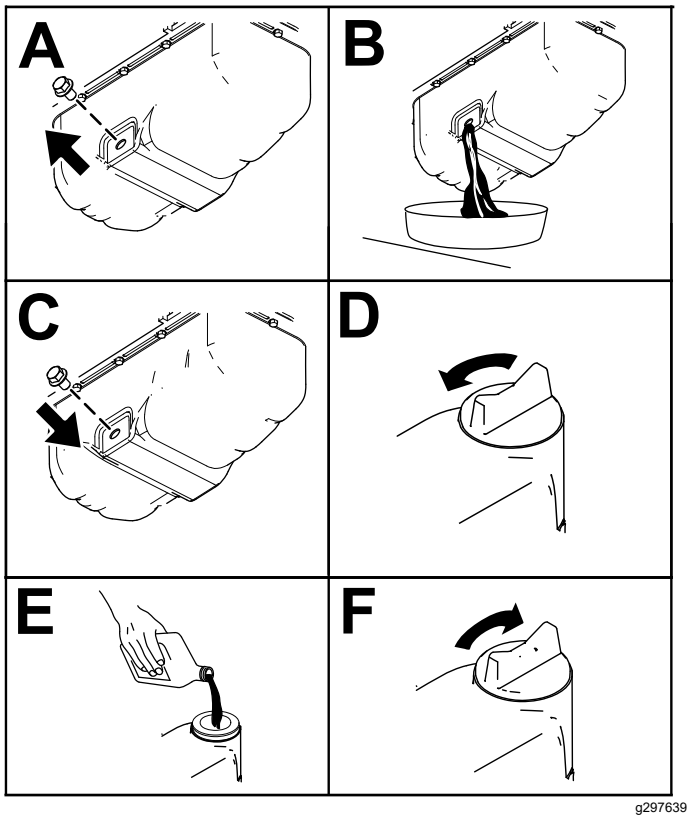

Figuur 50
3. Ververs de motorolie zoals wordt getoond in Figuur 50.